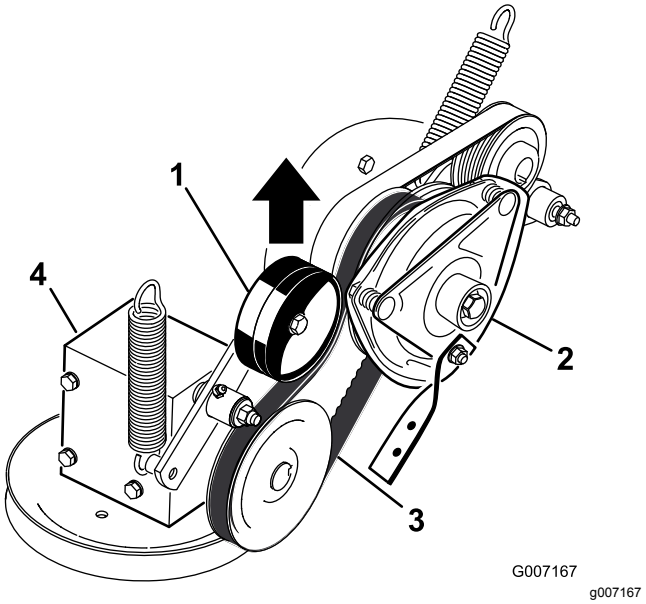

Figur 81
5. Dra upp kraftuttagsdrivremmens fjäderbelastade mellanremskiva och lossa remmen från kopplingsskivan (Figur 81).
17. Dra upp kraftuttagsdrivremmens fjäderbelastade remskiva och montera den på kopplingsskivan (Figur 81).